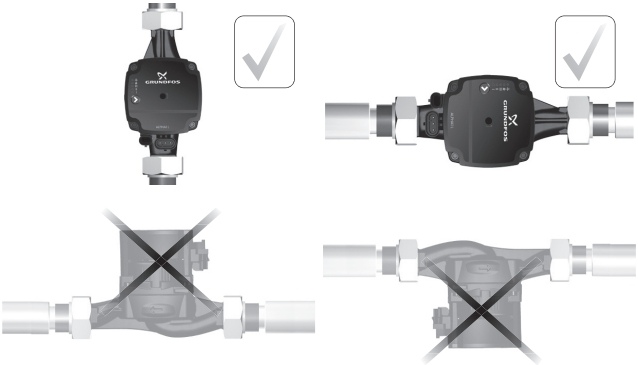

Рис. 5 Расположение насоса ALPHA1 L
1. Насос всегда должен быть смонтирован так, чтобы вал электродвигателя располагался горизонтально относительно земли (см. рис. 5).
Пример правильного монтажа насоса в вертикальной трубе показан в верхнем углу слева на рис. 5.
Пример правильного монтажа насоса в горизонтальной трубе показан в верхнем углу справа на рис. 5. В таком положении необходимо изменить положение головной части насоса так, как показано на рисунке.